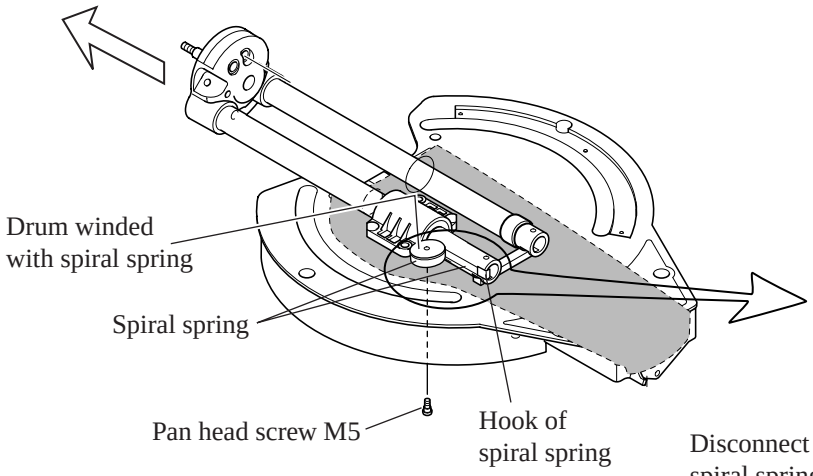

Fig. 24
1. Slide arm holder complete in the direction of the arrow until it stops. See Fig. 24.